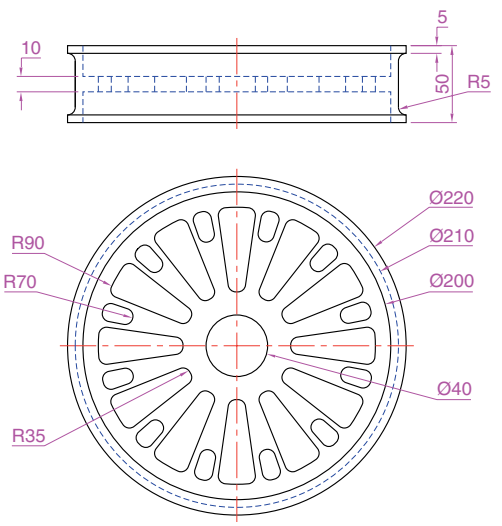

Fig. 18.17 Seventh example – **Color faces tool** – details of the 3D model
1. Construct a 3D model of the wheel to the sizes as shown in Fig. 18.17.